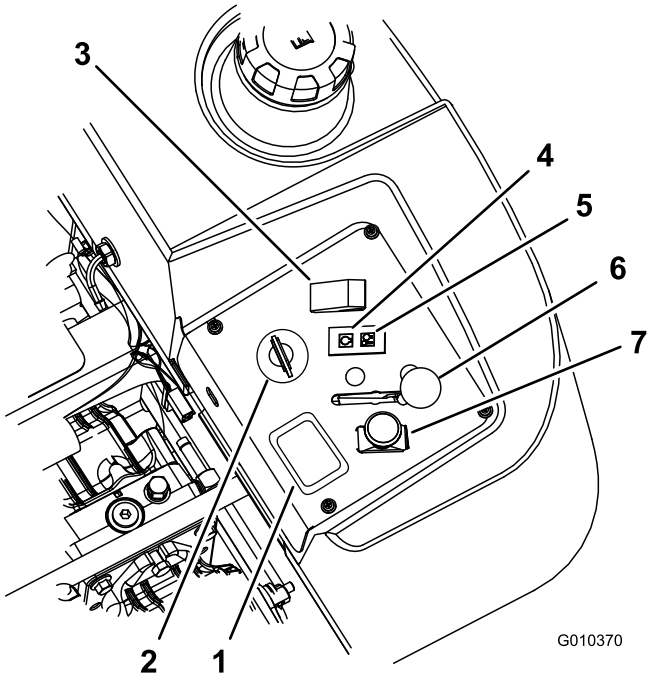

Figur 13
4. Skyv spaken for kraftuttak til stillingen Av (Figur 13).